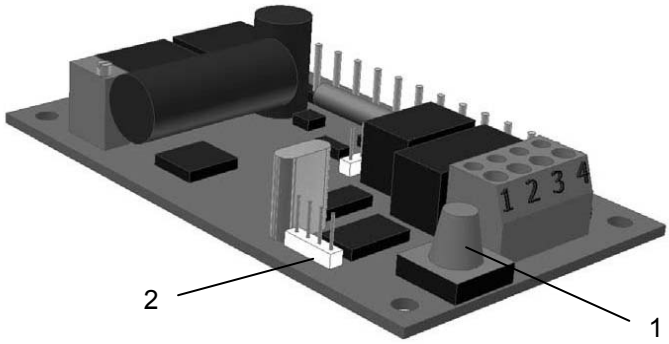

Bild 4 Laddlarmkort
Genom att flytta en bygel på laddlarmkortet Bild 4 pos. 2 kan man välja om telefonlinjen alltid ska vara öppen (läge A) eller om den ska öppna först efter att nödsignalknappen tryckts i tio sekunder (läge B). När bygeln flyttas måste det bekräftas genom att trycka in resetknappen på laddlarmkortet, se Bild 4 pos. 1.